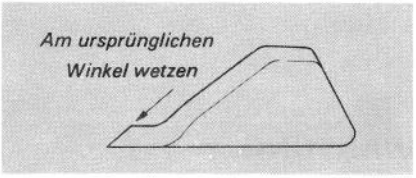

Abbildung 24
2. Die Schneidkante des Messers an beiden Enden gleichmässig nachschärfen (Abb. 24).
WICHTIG: Die obere Seite des Messers wetzen und den ursprünglichen Schnittwinkel beibehalten (Abb. 24).